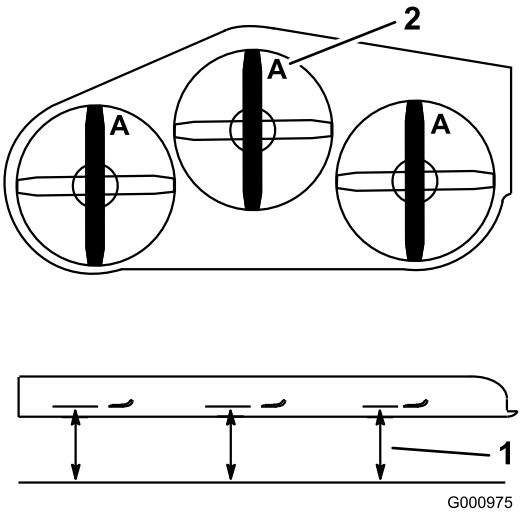

Figur 85
3. Roter knivene til endene vender fremover og bakover (Figur 85). Mål fra en jevn overflate til kniveggen, posisjon **A**, på kniven (Figur 85). Merk deg dette målet.